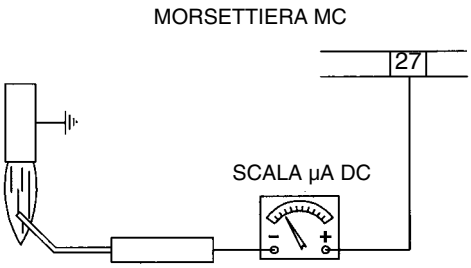
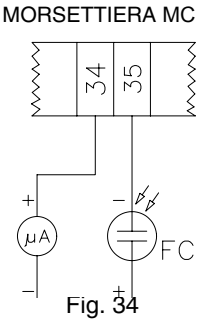

Fig. 33 - Rilevazione con elettrodo
Fig. 34
- Esame e pulizia accurata della fotocellula UV rilevazione fiamma, se necessario sostituzione. In caso di dubbio verificare il circuito di rilevazione dopo aver rimesso in funzione il bruciatore, seguendo lo schema in Fig. 33-Fig. 34.
Per misurare il segnale di ionizzazione seguire lo schema in Fig. 33 o Fig. 34. Se il segnale non rientra nei valori indicati, verificare la posizione dell'elettrodo di ionizzazione o della fotocellula, i contatti elettrici ed eventualmente sostituire l'elettrodo o la fotocellula.